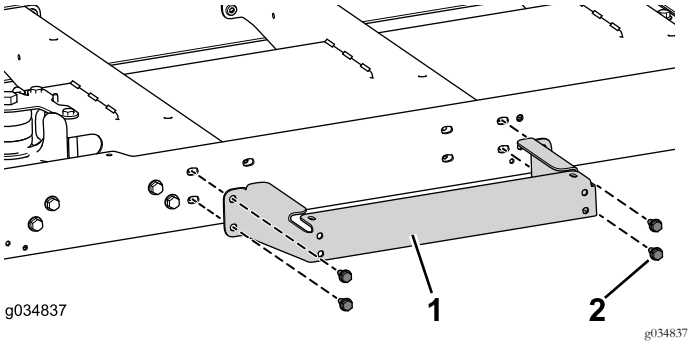

Figura 77
1. Utilice los 4 pernos (5/16" x ¾") para conectar provisionalmente el soporte de la plataforma al perfil central (Figura 77).